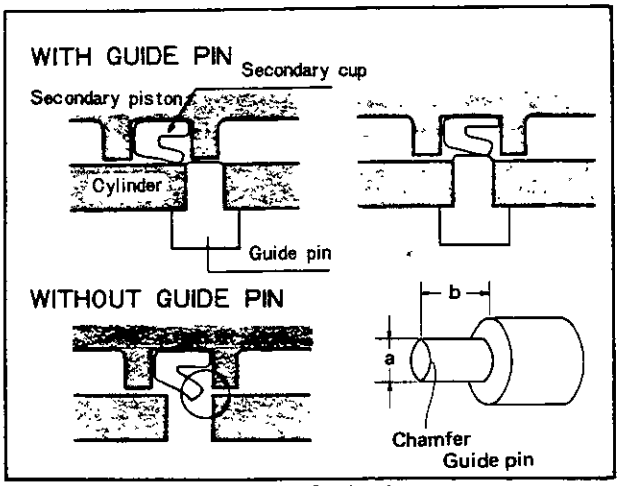

Fig. 11–2 Guide pin
6. Pushing in the secondary piston with a screwdriver, remove the stop bolt and insert the guide pin in its place. Then, gradually take out the screwdriver and remove the secondary piston and cups assembly and spring from the cylinder. (See Fig. 11–2.)